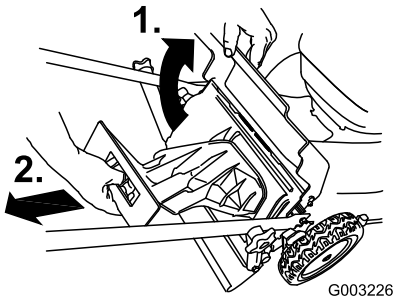

Figure 30
1. Raise and hold up the rear door (Figure 30).
2. Remove the rear discharge plug (Figure 30).